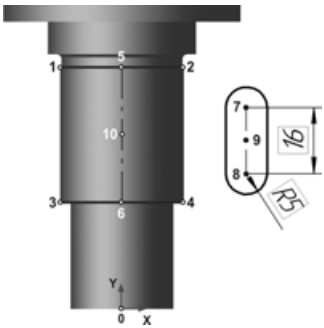

Рис. 5.253
- Для окончательного определения размеров паза, проставьте радиальный и линейный размеры и введите значения, как на рис. 5.253.